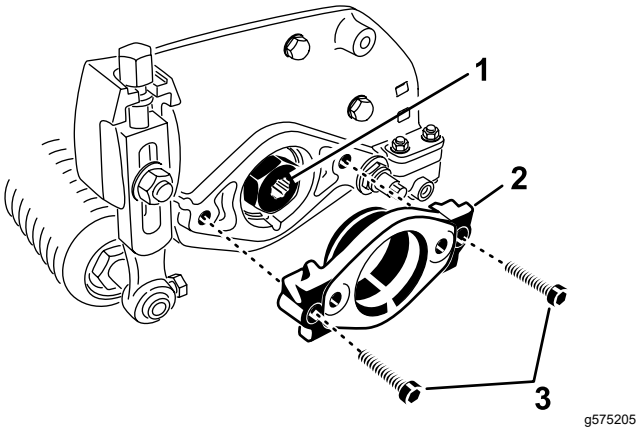

图 7
2. 拆下将马达支架固定到滚刀组左端的 2 个内六角螺栓。拆下马达支架 (图 7)。
3. 向传动轴花键的内径涂抹润滑脂 (图 7)。
4. 在滚刀组左端的 O 形圈上涂抹一薄层润滑脂用之前拆下的 2 个内六角螺栓安装马达支架图 7。上紧螺栓扭矩至 1620N·m。